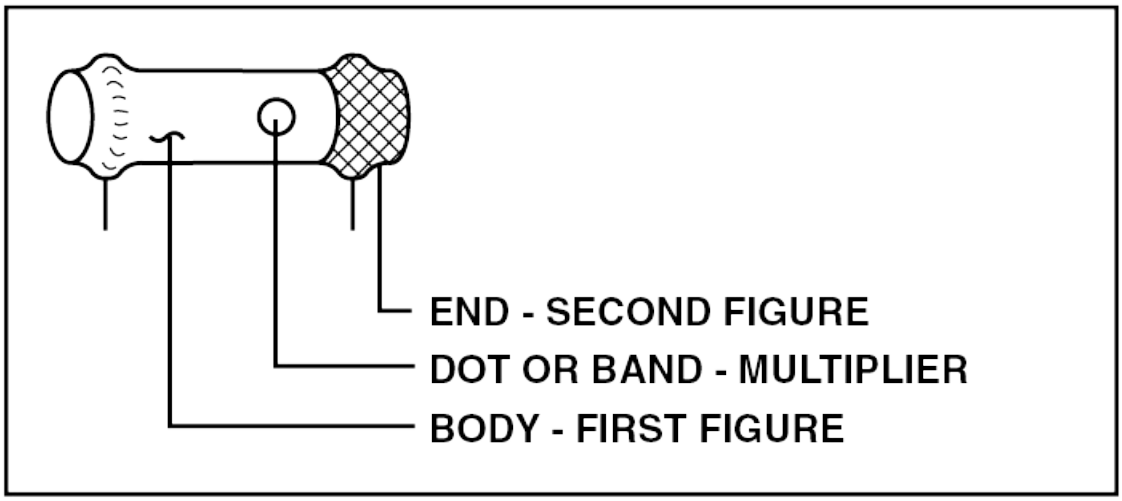

Figure 3-44. Color code markings for radial-lead resistors.
Some composition resistors have leads coming off their body radially instead of parallel to the resistor axis. These **radial-lead** resistors are color-coded with the same colors. However, the color of the body is the first significant figure of the resistance, the color of the end is the second significant figure, and a dot or band of paint around the middle of the resistor indicates the number of zeros to be added. For example, a radial-lead resistor with a red (2) body, green (5) end, and yellow (4) dot has a resistance of 250,000 ohms. [Figure 3-44]